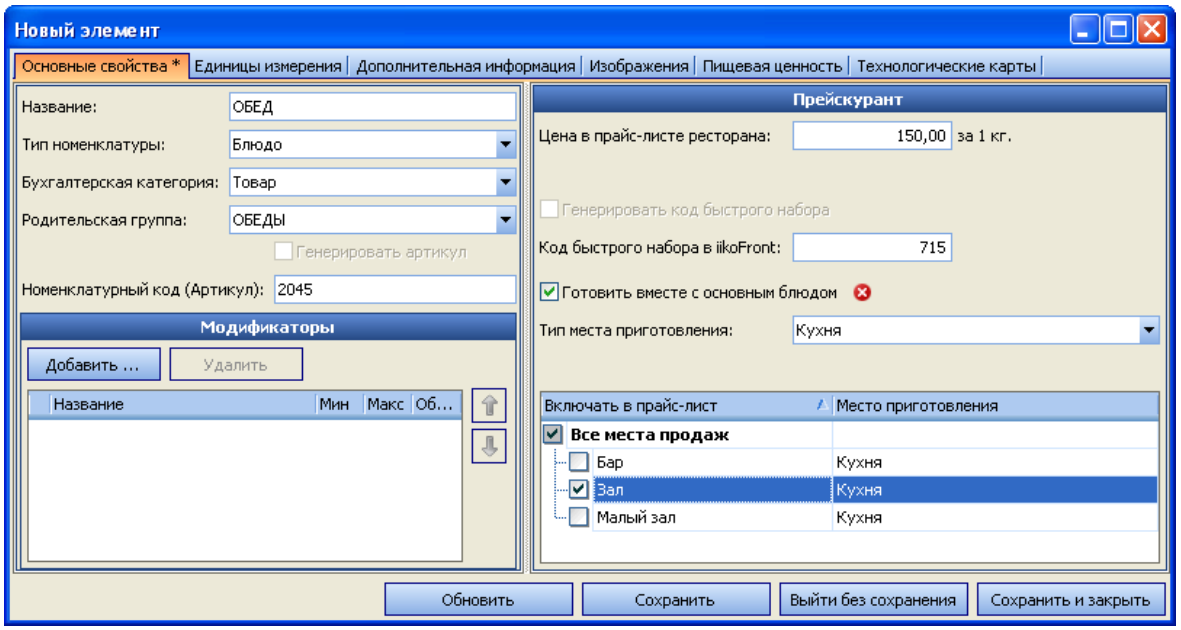

Рисунок 220 Создание блюда – Основные свойства
3. Нажмите кнопку **Добавить** в блоке **Модификаторы** еще раз (см. Рисунок 220).